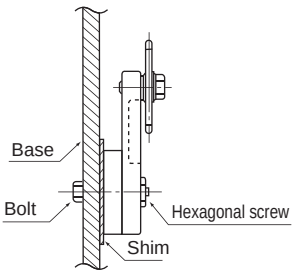

Fig. 4 Tightening the tensioner
6) Push in on the chain with the tensioner and temporarily tighten the tensioner to the base with a bolt. (Fig. 4) Then tighten the hexagonal screw and anchor so that the swing angle is about 15°.